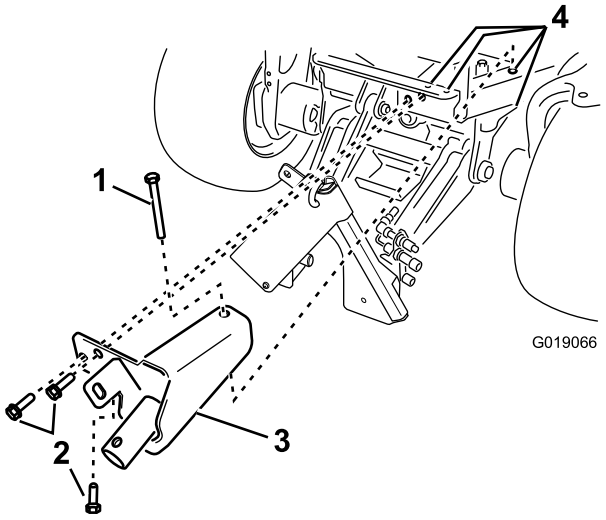

Figur 3
4. Montera domkraftsfästet på maskinens ram med tre sexkantsflänsskruvar (1/2 x 1-1/2 tum), en sexkantsskruv (1/2 x 4-1/2 tum) och fyra låsmuttrar (Figur 3).